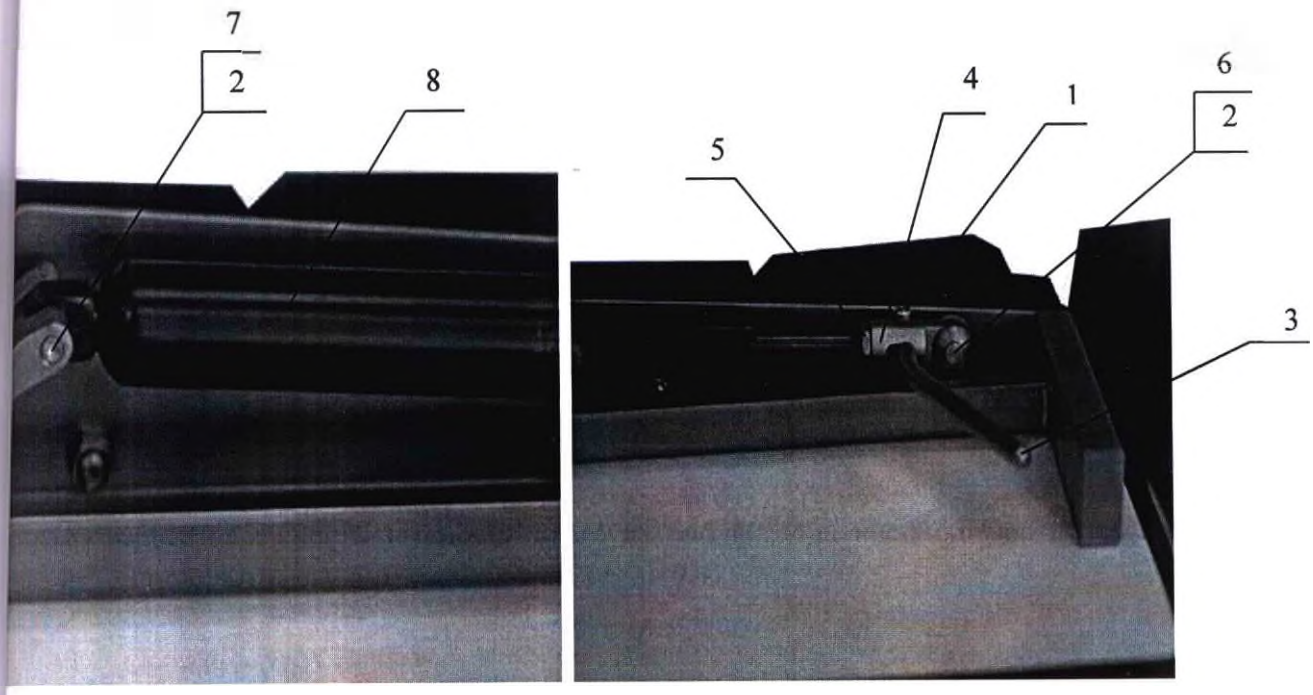

Рисунок 22. Замена газовых пружин панели стола.
2.4.1 Отверните гайки 1 (Рисунок 22).